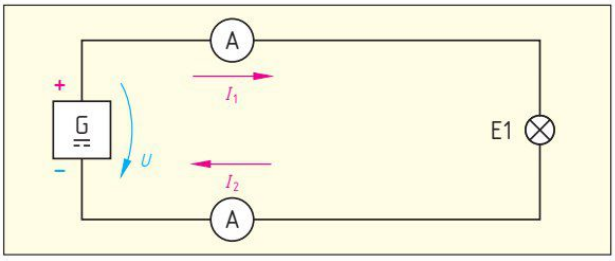

Bild 1: Strommessung
6. Die Stromstärke kann vor und nach dem Verbraucher gemessen werden **(Bild 1)**. Vergleichen Sie die beiden Stromstärken I_1 und I_2 und begründen Sie die Antwort.